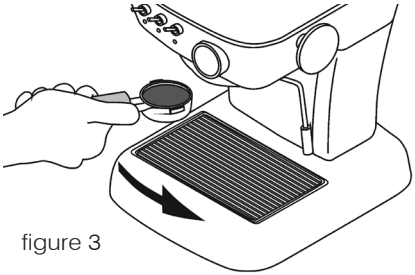

figure 3
5. Introduisez le porte-filtre 7 dans le groupe 8 en allant de gauche à droite et en appliquant une pression finale suffisante. (voir fig. 3).